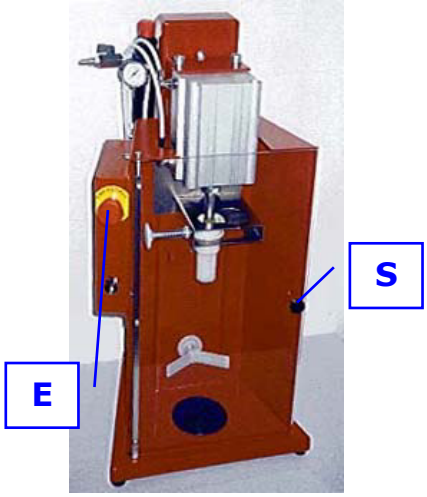

Fig.1.2.B - Vista Macchina
ALLACCIAMENTO ARIA COMPRESSA (Fig. 1.2.A)	Fig.1.2.A - Ingresso aria e gruppo riduzione pressione
La Macchina è dotata dei seguenti dispositivi di sicurezza (fig.1.2.B):
Regolare: • **Pressione tappatura a 6 BAR tramite manopola sul riduttore (Fig. 1.2)**
Regolare: • **Pressione tappatura a 2 BAR tramite manopola rossa sul riduttore (Fig. 1.2)**
- **Pressione tappatura a 4 BAR tramite manopola rossa sul riduttore (Fig. 1.2)**